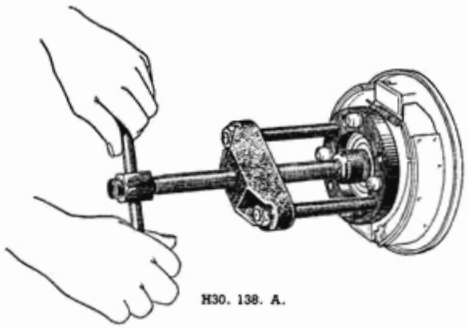

Fig. H.3.
(3) Fit the thrust pad into the end of the axle case and use Service Tool 18G146 to draw off the hub. The extractor is fitted over the wheel studs and held in position by nuts screwed up tight. Screw in the central bolt. As the central bolt is tightened, the complete hub assembly will gradually be drawn off (Fig. H.3).
(4) The bearing and oil seal can now be drifted out using Service Tools 18G134 and 18G134Q for the bearing.